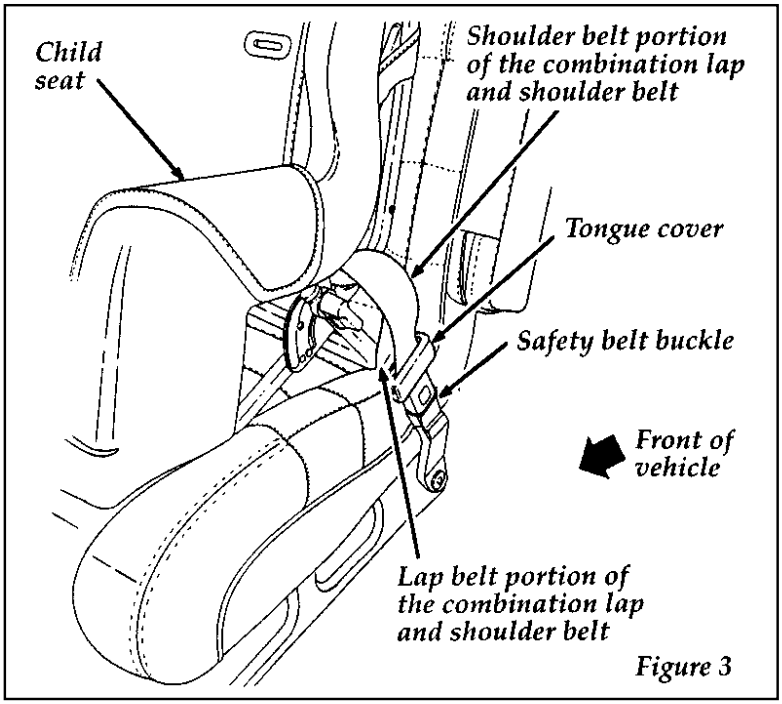

Figure 3
4. Insert the belt tongue into the buckle for that seating position until you hear and feel the latch engage. See Figure 3. Make sure tongue is latched securely to buckle by pulling on tongue.
5. Insert the belt tongue into the proper buckle for that seating position until you hear a snap and feel it latch. Make sure the tongue is securely latched to the buckle by pulling on the tongue. See Figure 3.